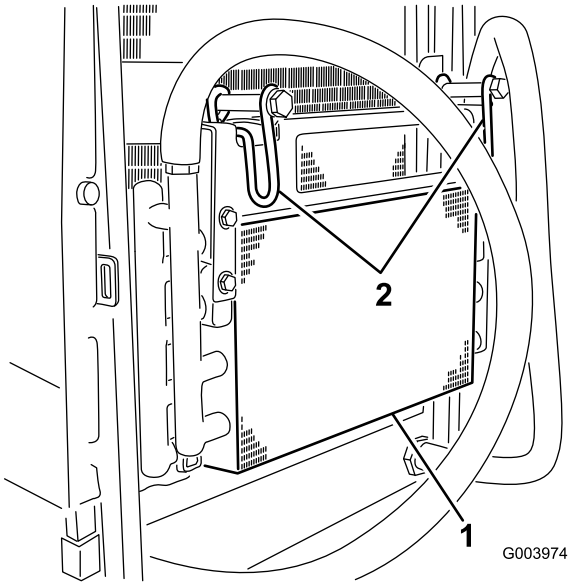

Rysunek 60
6. Obróć zaczep do wewnątrz, aby zwolnić chłodnicę oleju (Rysunek 60).